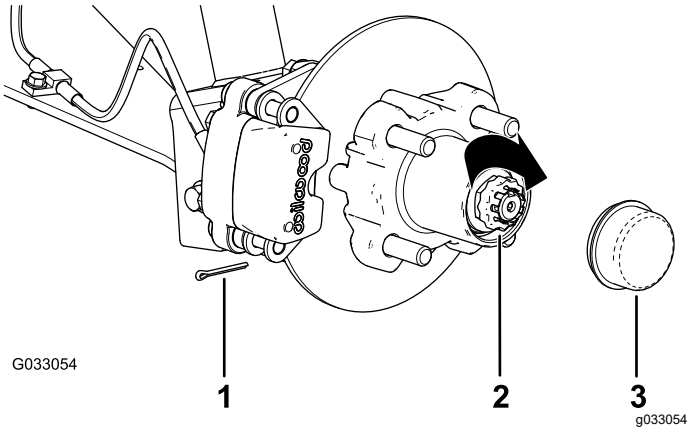

**Figur 28**
8. Monter holderen over møtrikken og kontroller justeringen af rillen i holderen og hullet i spindlen til låseclipsen (Figur 28).
9. Monter låseclipsen og bøj hvert ben omkring holderen (Figur 28).
10. Monter støvhætten på navet (Figur 28).